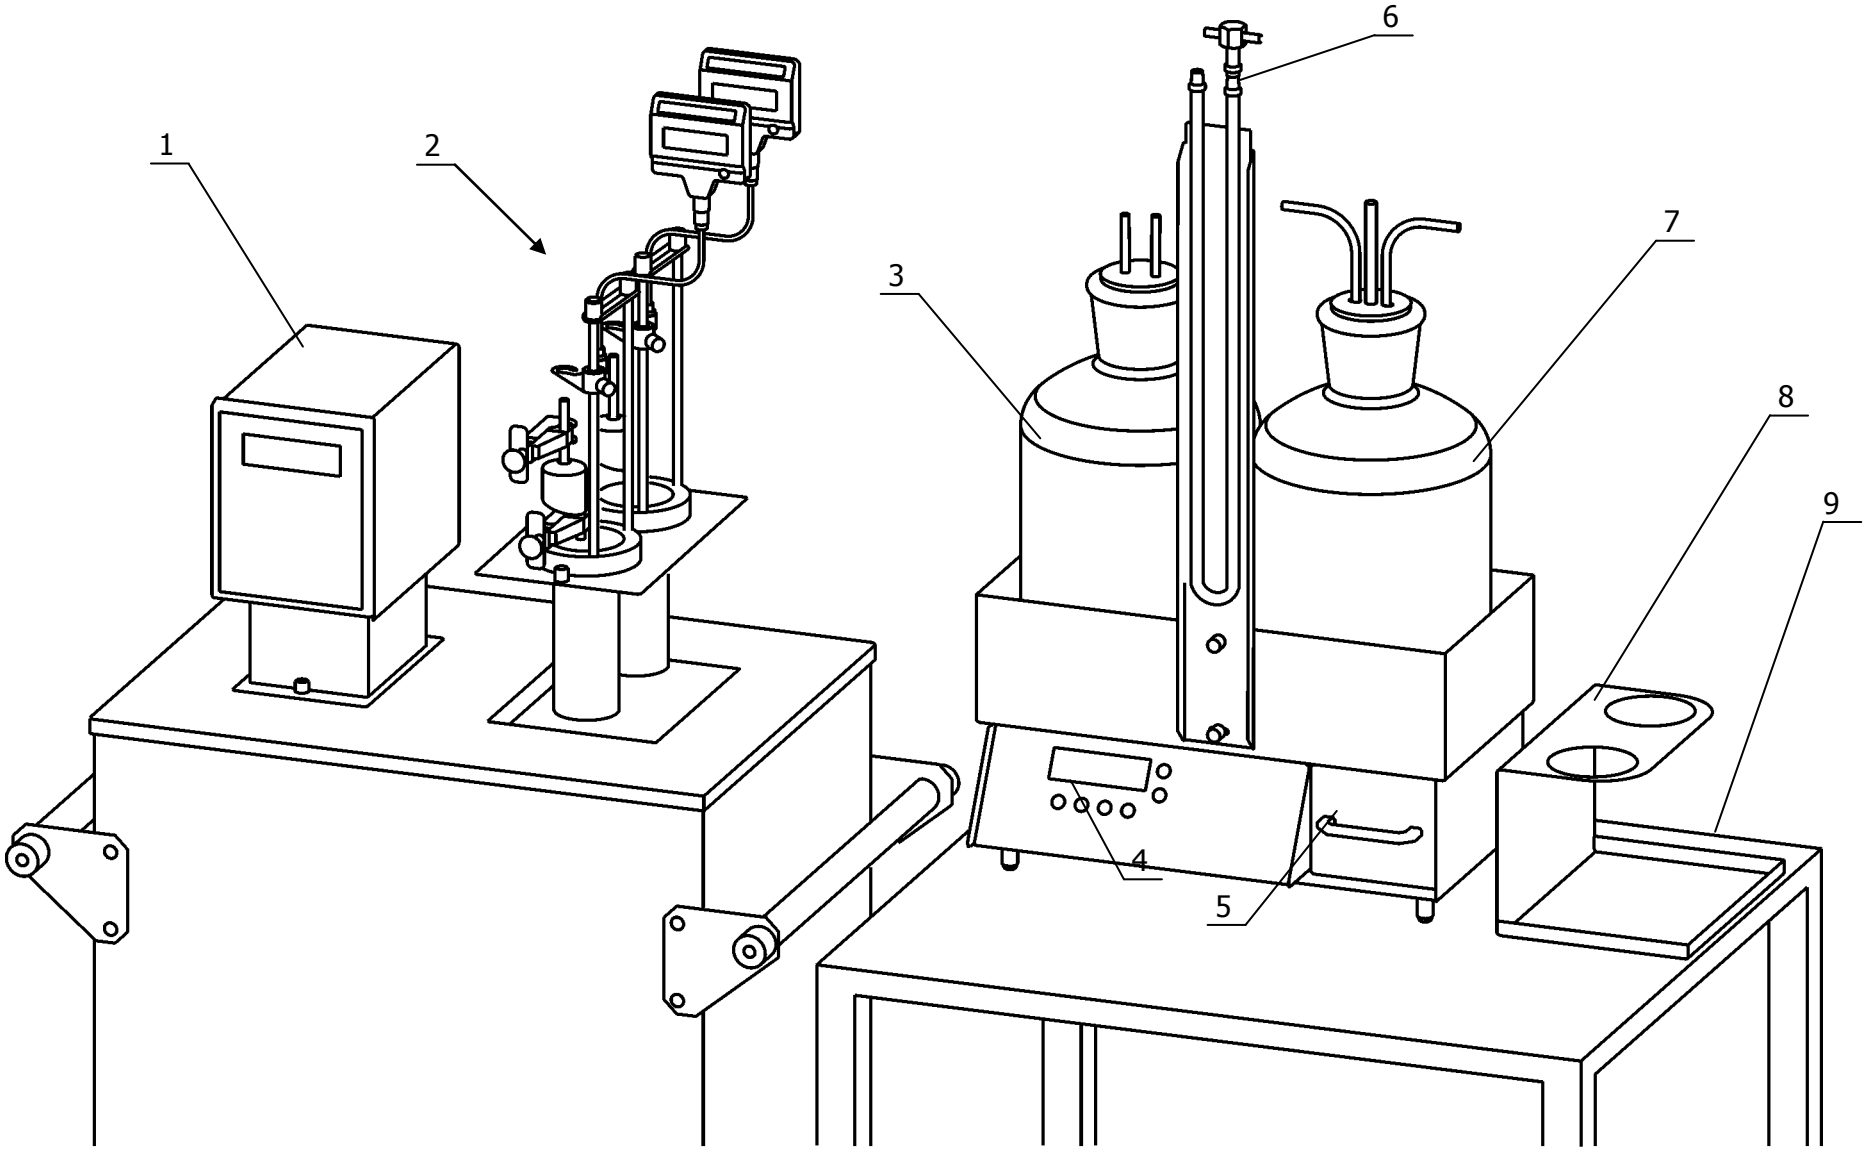
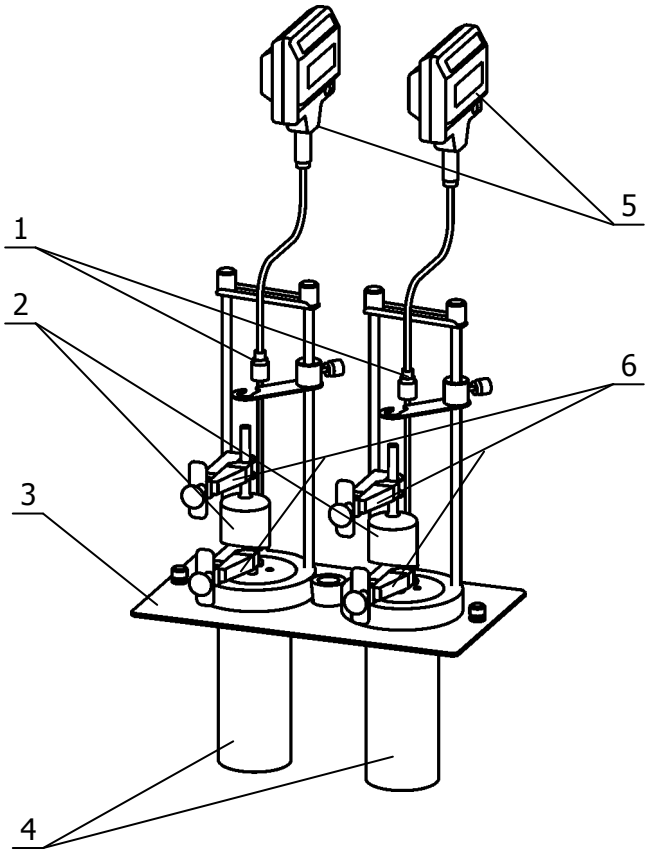

Рисунок 1 — Внешний вид установки
Рисунок 2 — Измерительные ячейки в сборе
1.5.1 Установка (рисунок 1) состоит из двух измерительных ячеек 2, размещаемых в термостате 1 и измерительного блока 4, расположенного на столе 9. На измерительный блок установлены мановакуумметр 6, регулятор вакуума 7 — емкость объемом 5 литров и буферная емкость 3. Мановакуумметр, регулятор вакуума и буферная емкость являются частью вакуумной системы и соединены соответствующим образом при помощи гибких трубок (на рисунке не показаны). Подставка 8 предназначена для сборки измерительных ячеек при их подготовке к работе.
1.5.3 На рисунке 3 показано устройство измерительной ячейки. Она состоит из латунного кожуха 6, на дне которого расположено изоляционное кольцо 11. На изоляционное кольцо установлен стеклянный измерительный сосуд 8. На верхнюю и нижнюю части сосуда надеты кольцевые прокладки 10, предназначенные для предотвращения касания сосуда стенок кожуха. Сосуд закрыт пробкой 4. Кожух устанавливается в поддерживающее кольцо 5, предназначенное для удержания всей измерительной ячейки в крышке термостата 3 (см. рисунок 2) или в подставке 8 (см. рисунок 1). На дне измерительного сосуда расположен фильтр 9, соединенный с пипеткой. В поддерживающем кольце установлен штатив 1, предназначенный для перемещения всей измерительной ячейки. На штативе расположен зажим 7, предназначенный для исключения перелома трубки 2, надетой на пипетку 3.